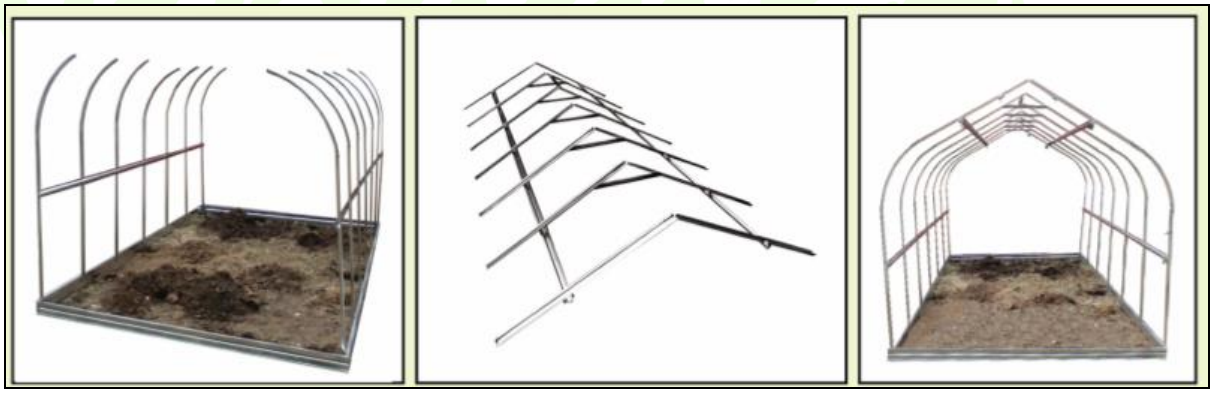

Bild 11.1-11.3
11. Montera den helt ihopsatta stommen till sido-/bottenstängerna (Nr. 3). Använd skruvar M5-12 (26) och muttrar M5 (29). (Bild 11.1-11.3)